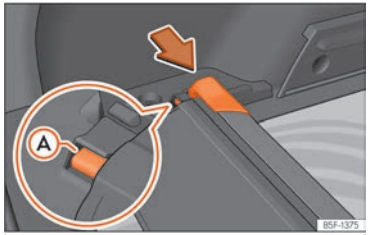

Fig. 182 Al maleter: allotjament per guardar la safata enrotllable.
- Premeu el capçal de la safata enrotllable en el sentit de la fletxa fins encaixar-lo en l'allotjament previst a tal efecte ››› fig. 182. Assegureu-vos que el patí (A) encaixa en el lloc corresponent.